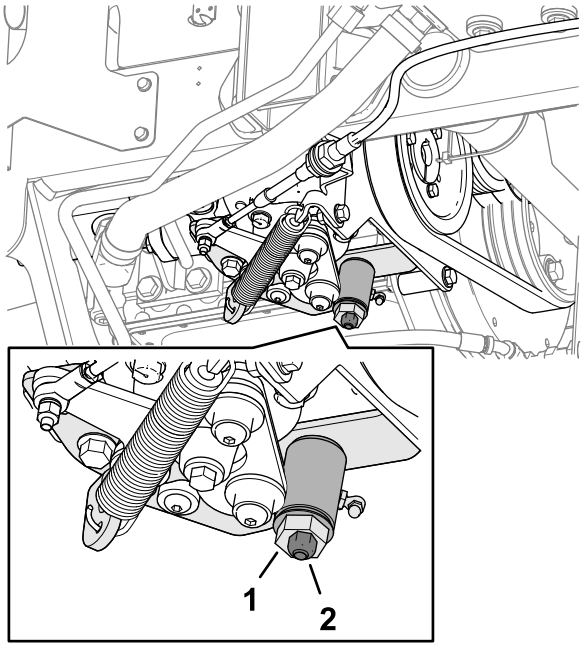

Figuur 76
3. Draai de borgmoer op de afstelnok van de tractie los (Figuur 76).